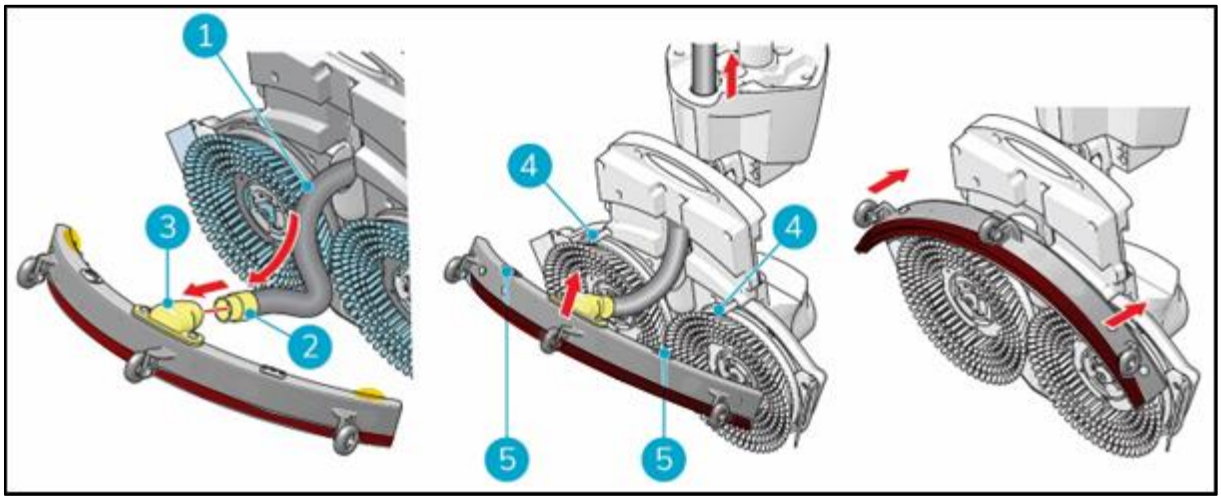

Abbildung 11
1. Nehmen Sie den Unterdruckschlauch (Abbildung 11, Pos. 1).
2. Stecken Sie den Schlauchanschluss (11, Pos. 2) in den Rollenquetscher (Abbildung 11, Pos. 3).
3. Drehen Sie den Schlauchanschluss 1/4 Umdrehung, damit er fest sitzt (Abbildung 11, Pos. 2).
6. Richten Sie die Stifte auf dem Scheuerdeck (Abbildung 11, Pos. 4) mit den Löchern auf der Saugleiste
(Abbildung 11, Pos. 5).